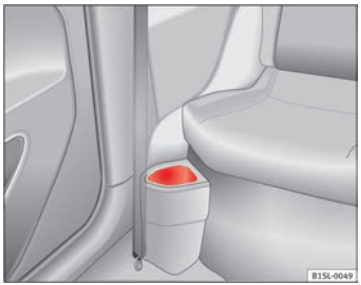

Fig. 79 Devant la banquette arrière : vide-poches.
- Devant la banquette arrière ⇒fig. 79.